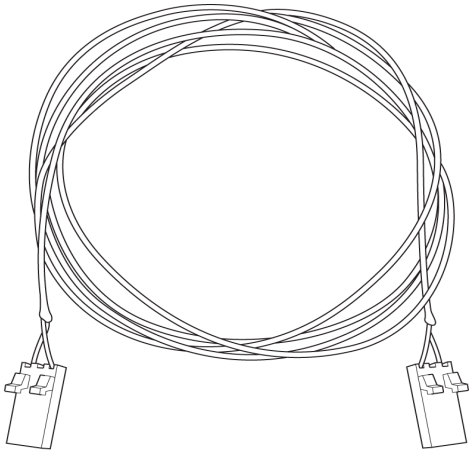

Figure 3.59: Clock Cable
- ❑ 1 Clock Cable (see Figure 3.59 on page 127).
- ❑ Clock Cable (see Figure 3.59 on page 127)